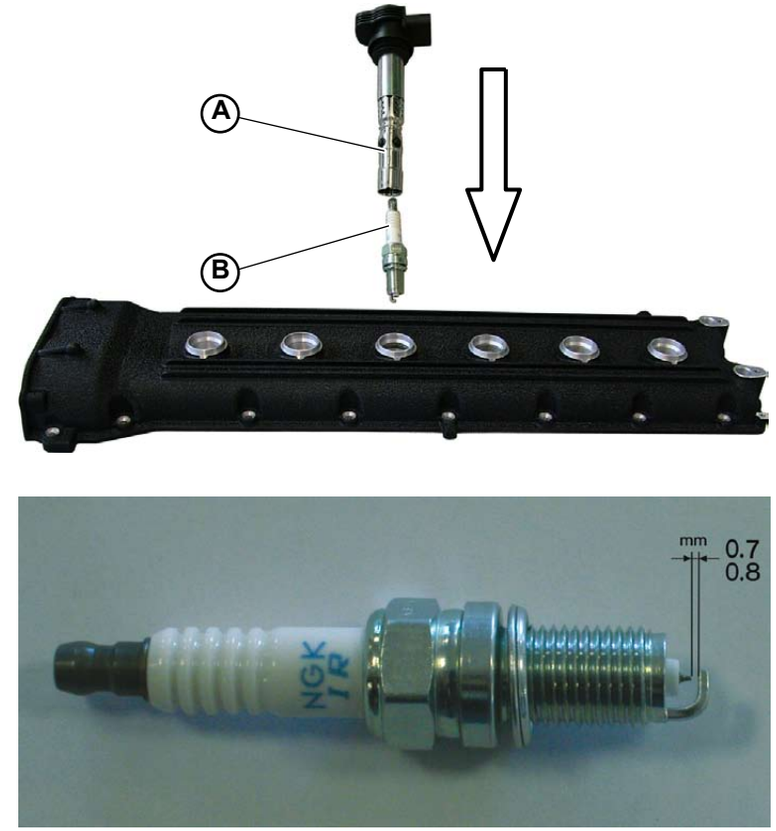

Fig.1
3. Insert the coil (**A-Fig.1**) and secure it.